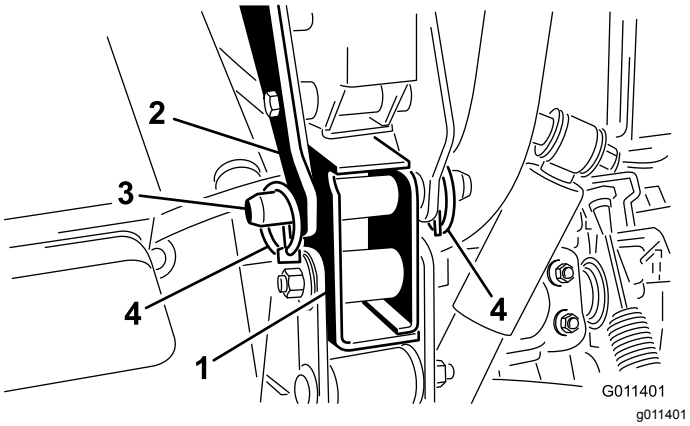

Figure 9
7. Secure each rear mounting bracket to the frame of the Workman vehicle with a clevis pin and 2 lynch pins (Figure 9).